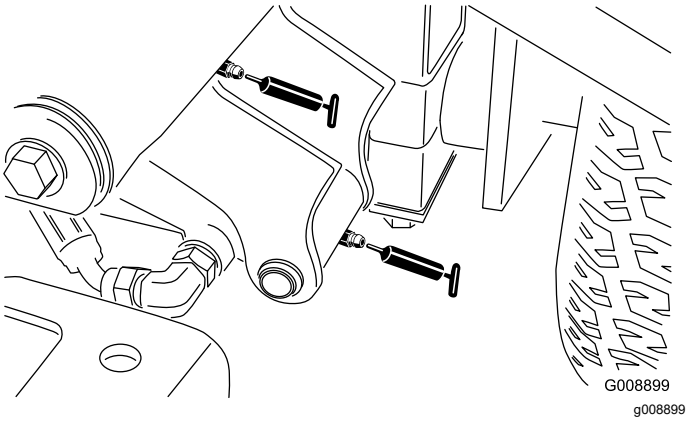

Figura 38
- 2 perni del braccio di sollevamento anteriore sinistro e cilindro di sollevamento (Figura 38)